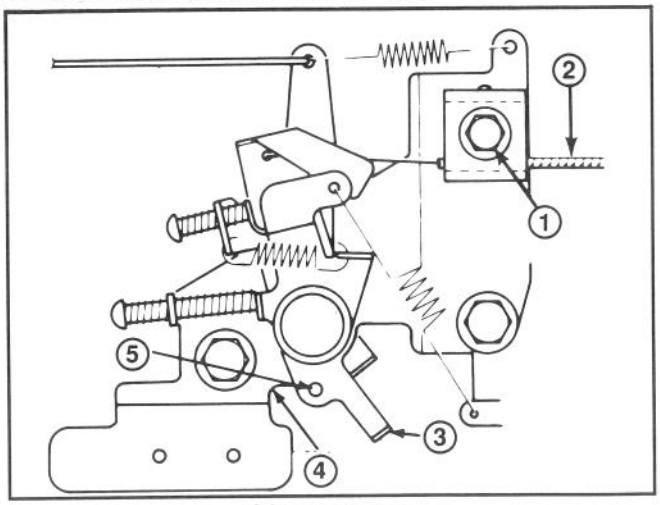

Afbeelding 20
3. Maak de kabelklemschroef los, totdat de gaskabel heen en weer geschoven kan worden (Afb. 20). Breng de gasklephendel en de gasklepbeugel in één lijn. Draai de kabelklemschroef weer vast.